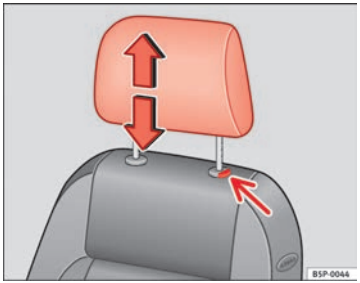

Fig. 73 Adjusting and removing the head restraints
– Press the button ⇒ Fig. 73 (arrow).